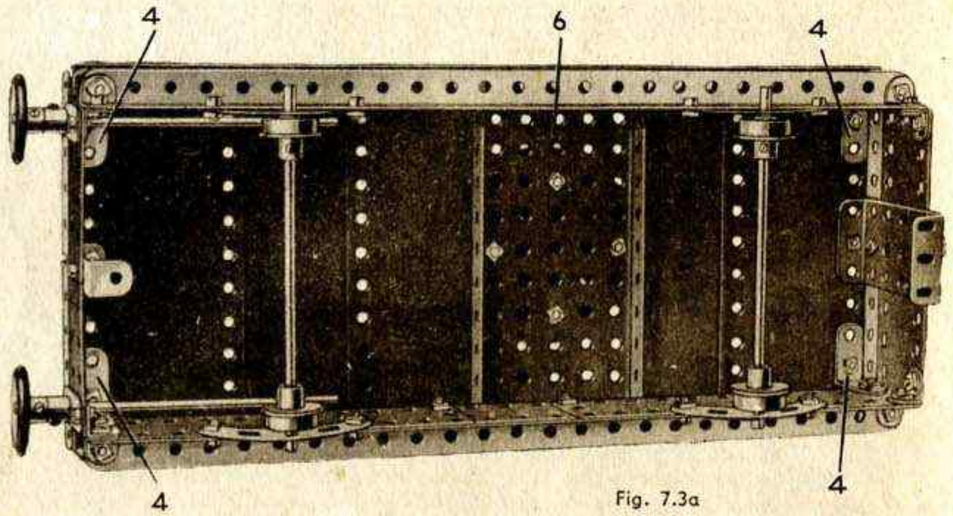

Fig. 7.3a
Chacun des côtés du wagon qui porte la grue est obtenu en boulonnant deux bandes de 25 trous à une plaque flexible de 60 × 38, et à deux autres de 14 × 4. Une troisième bande de 25 trous 2 est fixée de chaque côté par des équerres. Les côtés sont reliés aux bandes de 11 trous 3 par des équerres de 25 × 25 (4) (Fig. 7.3a), et sont réunis à chaque extrémité par une bande composée 5 et deux plaques flexibles de 60 × 38. La bande 5 est formée de deux bandes de 5 trous boulonnées ensemble.